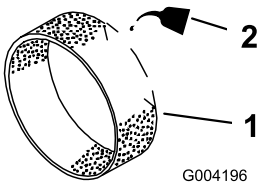

**Figuur 44**
3. Giet 30 tot 60 ml olie op het filterelement (Figuur 44).